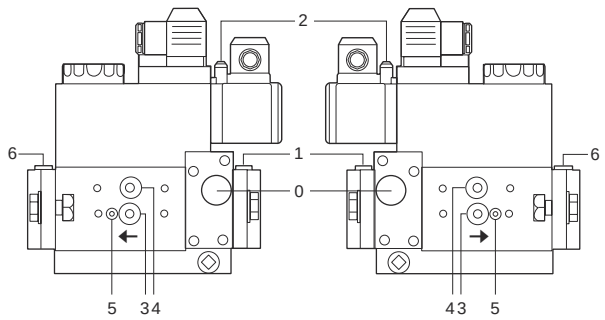
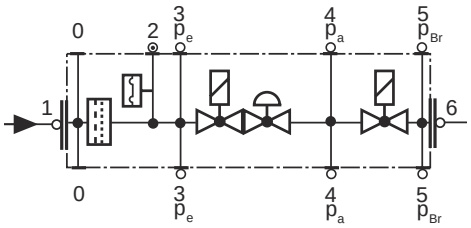

Fig. 25
Fig. 26
- Clean and examining the gas filter cartdrige, if necessary replace it (Fig. 25 on).
- Change the filter if the pressure difference between pressure connection 1 and 3 (Fig. 25-Fig. 26)is $\Delta p > 10$ mbar.
- Change the filter if the pressure difference between pressure connection 1 and 3 (Fig. 25-Fig. 26) is twice as high compared to the last check.